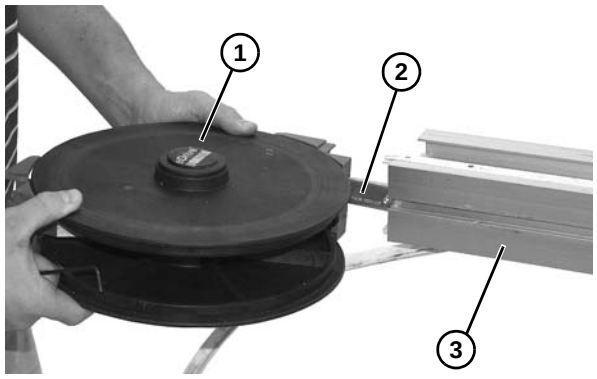
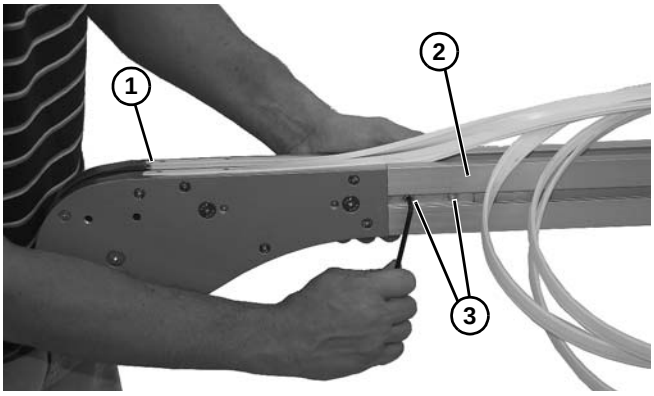

Figure 9
Figure 13
2. Install curve assembly **(Figure 9, item 1)** clamp plates **(Figure 9, item 2)** into one conveyor section **(Figure 9, item 3)** by lining up clamp plate with slot in conveyor frame.
1. Install tail assembly **(Figure 13, item 1)** clamp plate into conveyor frame section **(Figure 9, item 2)** by lining up clamp plate with slot in conveyor frame.
2. Secure with two set screws **(Figure 13, item 3)**. Tighten all set screws 1/4 turn past contact with frame.